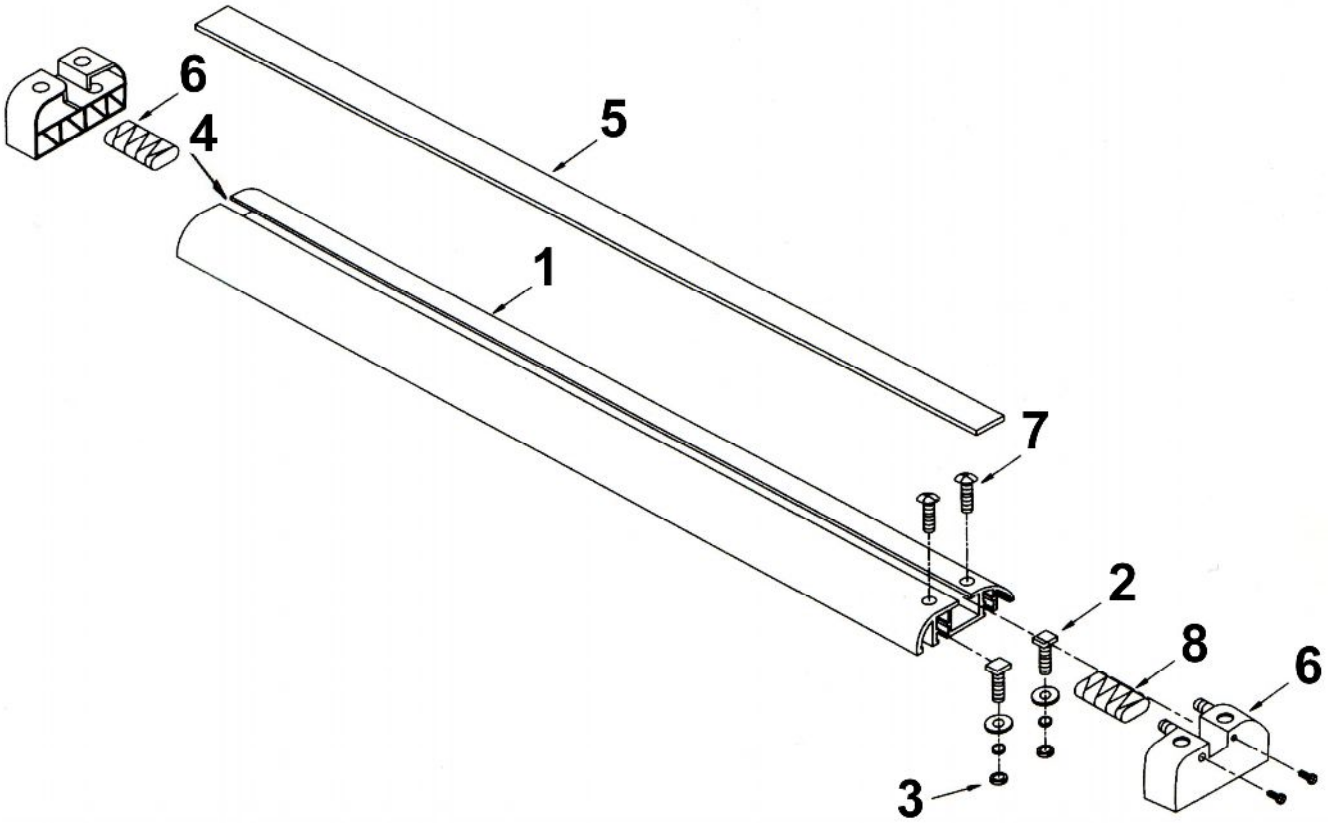

Рисунок 5
Направляющая линейка раскройной машины (рис. 5) (1) крепится к подъемному механизму направляющей линейки с помощью четырех болтов (2) с квадратными гайками (3). На лицевой стороне направляющей линейки имеется паз (4) в который устанавливается раскройный нож. На тыльной стороне направляющей линейки наклеена лента (5). Торцы направляющей линейки закрывают пластмассовые заглушки (6) фиксируемые двумя винтами (7), к которым прикручиваются демпферные пружины (8) и (9). В случае если ручная концевая раскройная линейка имеет модификацию раскройного ножа с длинной ручкой, то такая модификация комплектуется пружинами одинаковой длинны. Если модификация раскройного ножа имеет короткую ручку то пружины имеют разную длину и короткая пружина (8) прикручивается винтами к заглушке, устанавливаемой над передним подъёмником, а длинная (9) пружина прикручивается к оставшейся заглушке, устанавливаемой над задним подъёмником.